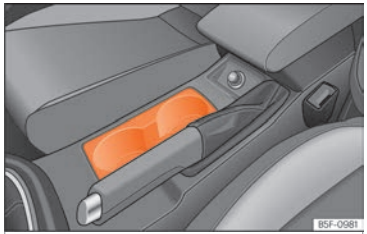

Fig. 167 Centre console: drinks holder.
– Place drinks in the holder ››› **Fig. 167**. Placement of two drinks is possible. There is also the possibility of placing larger plastic bottles in the trims of the doors.